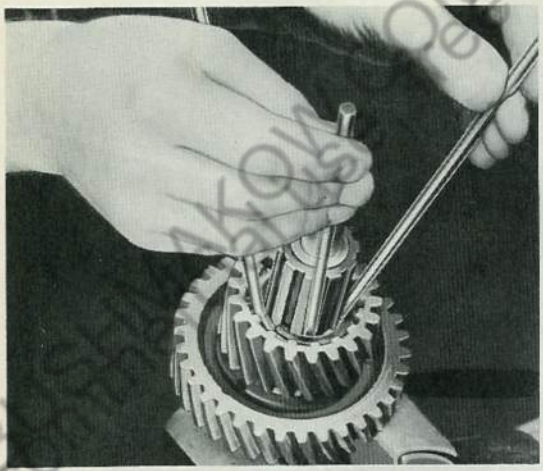

Fig. 6 Removing Snap Rings from Fifth Speed Gear
1. Remove sliding gears (18 & 19) from mainshaft (17).
2. Hold splines in soft jaws of vise and spread snap ring (7), holding fifth speed gear (10) so that it can move over splines at front end of shaft, as illustrated in Fig. 6.
3. Turn fifth speed gear retaining washer (9) to align internal splines of washer with spline way on shaft and remove from shaft.
4. Lift off fifth speed gear (10). Sleeve (12) between gear and mainshaft may also be removed at this time.